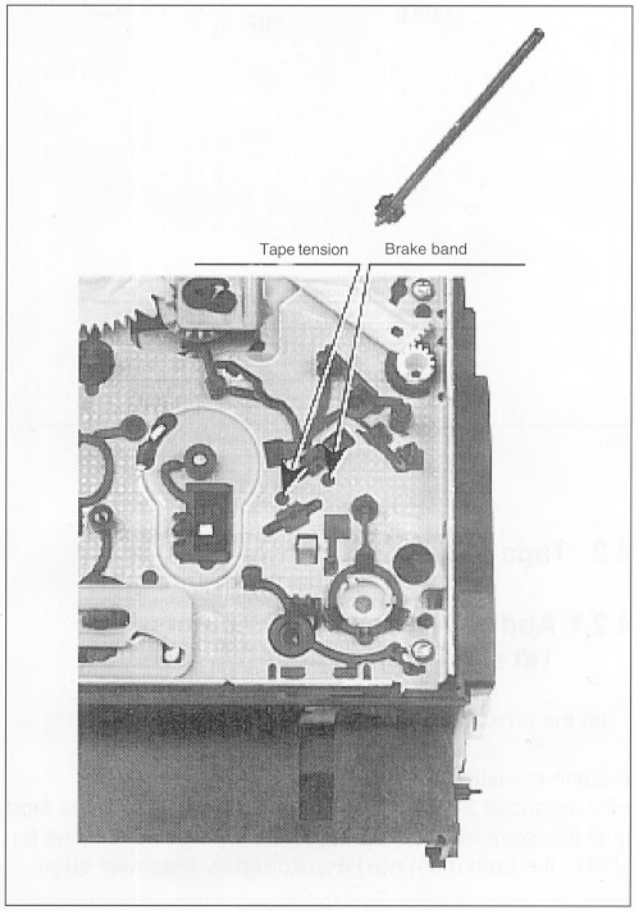

Fig. M10
• Adjust the brake band my means of adjusting tool (from the underside of the deck) until the edge of the elbow of the tape tension arm overlaps with the left inner edge of the left guide (see fig. M10/M11).
• Adjust (from the underside of the drive) the tension arm spring, pos. 11, to a tape tension of 0.24N ± 0.02N e.g. 24g ± 2g with the adjustment tool (see fig. M10/11).